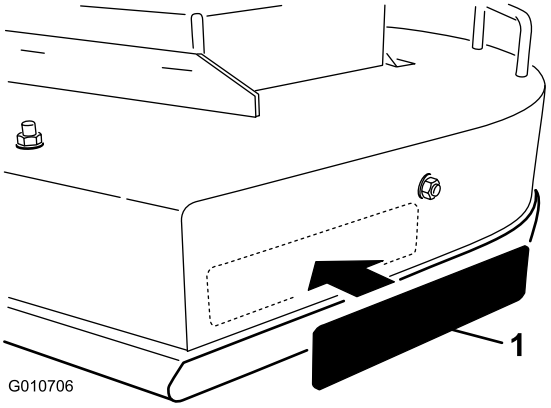

Figur 6
16. Fäst dekalen enligt Figur 6.
C. Ta bort dekalens skyddspapper och klistra fast den. (Figur 6).